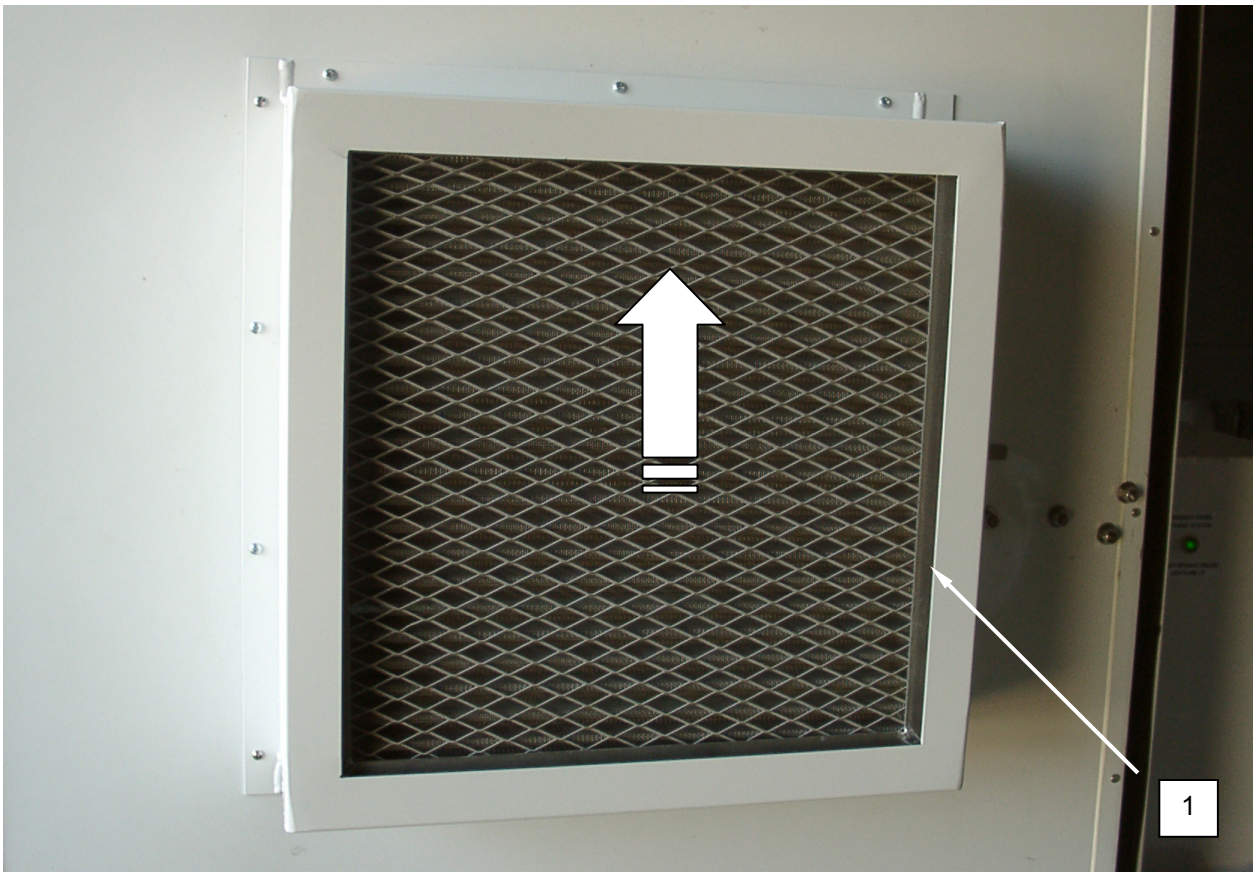

Figure 3. Replace the Door Filter.
1. Remove door filter **(Figure 3, Item 1)** from filter mount in door.
2. Install replacement filter **(Figure 3, Item 1)** into filter mount.